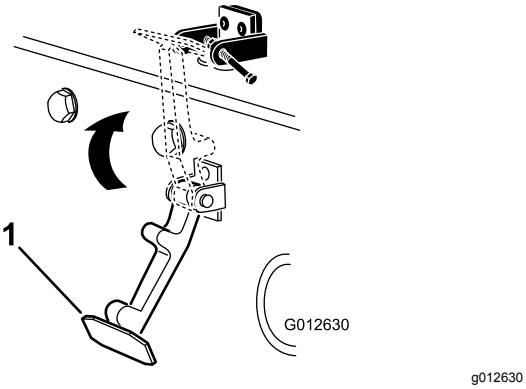

**Figuur 5**
6. Haak de sluiting op de vergrendelbeugel van de motorkap (Figuur 5).